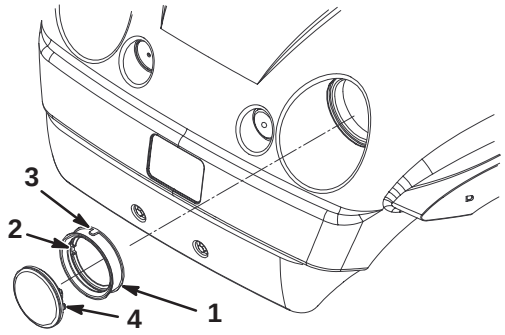

Figur 43
4. Ta bort gummitätningen som ligger runt strålkastaren (figur 43). Kasta bort strålkastaren.
5. Passa in tätningens invändiga spår med spåret på den nya strålkastaren (figur 43). Skjut på tätningen på strålkastaren tills den sitter stadigt.